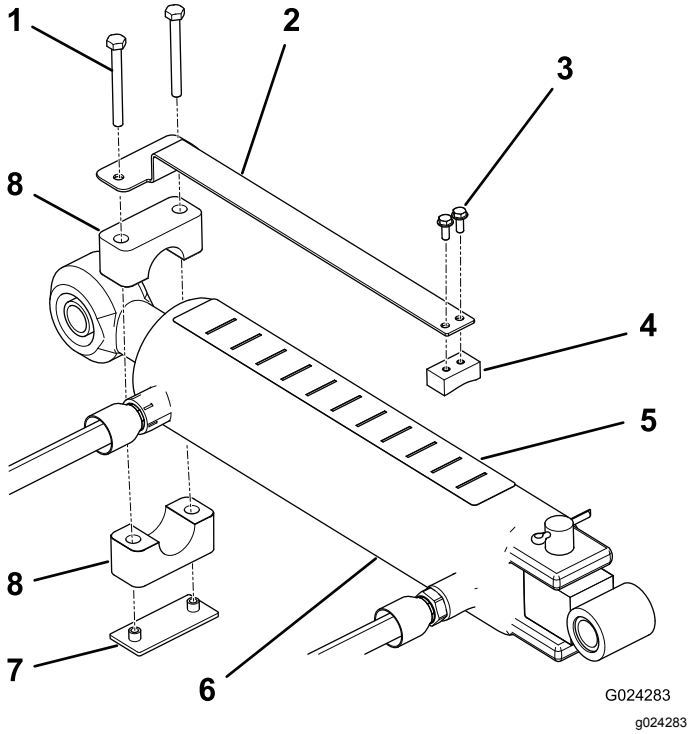

Figur 8
1. Placerer komponenterne som vist i Figur 8, og monter dybdemåleren på glideblokkens flade side med 2 maskinskruer (nr. 10 x ½").
2. Brug rørklemmen, svejsepladen og 2 skruer (¼" x 2½") til at montere dybdemåleren løst på topstangscylinderens stangende (Figur 8). Sørg for, at klemmerne er tilstrækkeligt løse til, at de kan dreje til den ønskede position.
4. Sæt dybdemærkatet på toppen af cylinderen, så det er synligt fra betjeningspositionen og ikke rører ved hydraulikslanger eller andre forhindringer (Figur 8). Vend mærkatets ende med bogstavet "J" mod dybdelufteren.